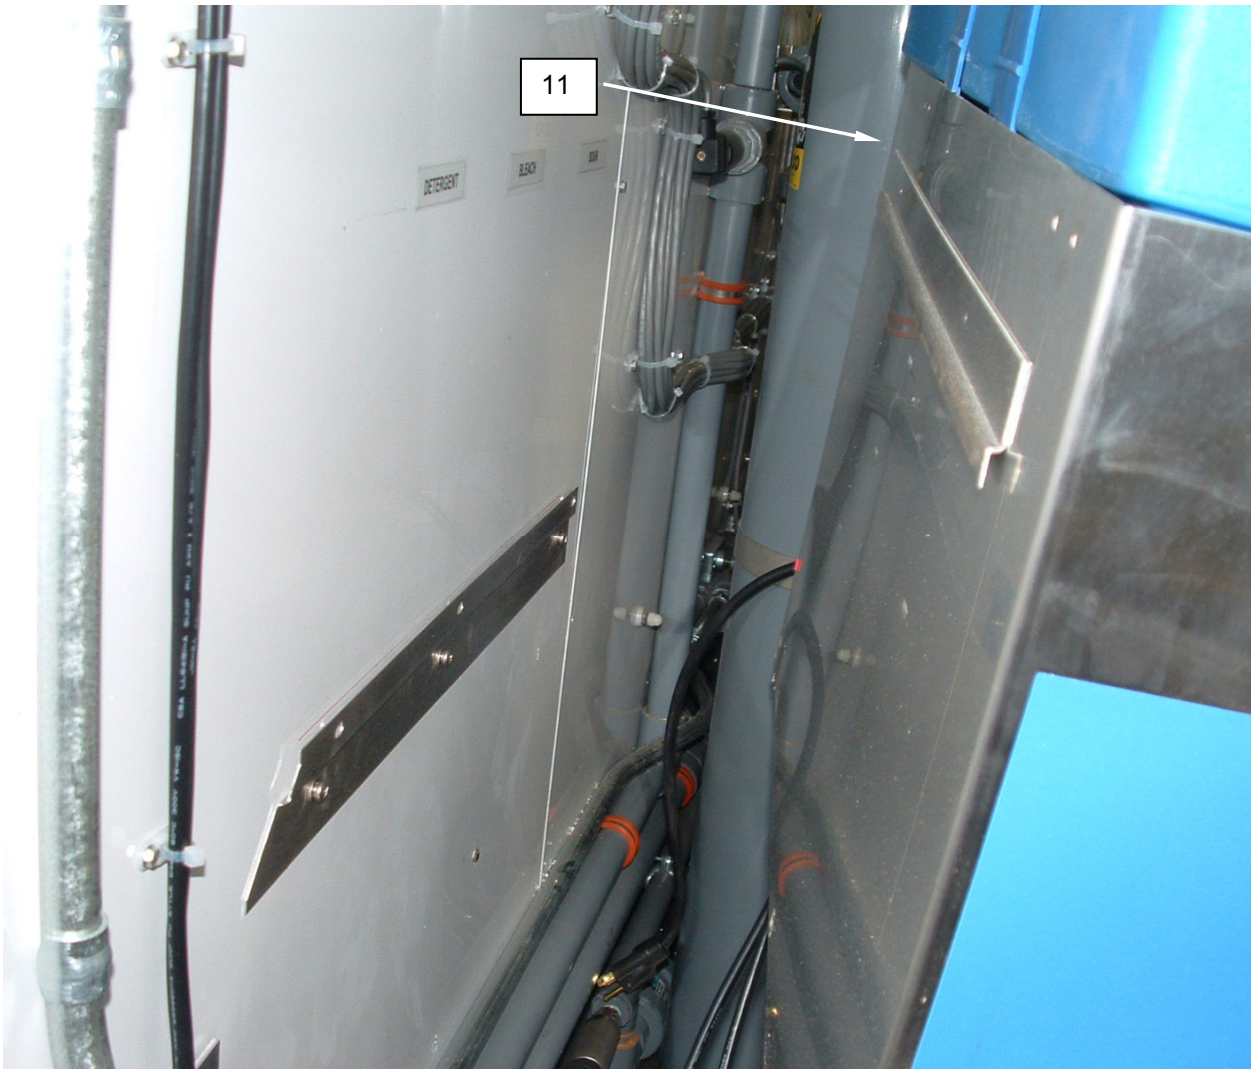

Figure 10. Replace the Automatic Soap Dispenser.
9. Remove center screw from bottom lip of soap dispenser **(Figure 10, Item 11)**.
10. Withdraw automatic soap dispenser **(Figure 10, Item 11)** from CBL bulkhead.